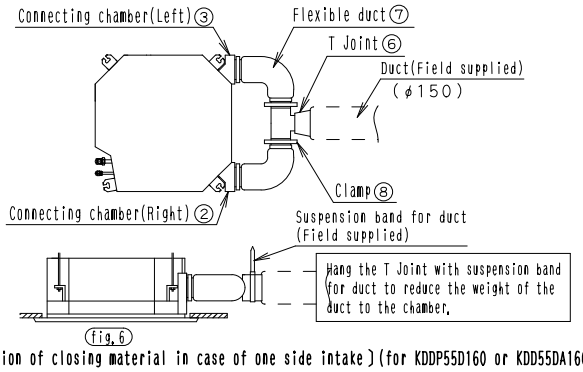

fig.6
2. Connect the T Joint and Connecting chamber. (fig.6)